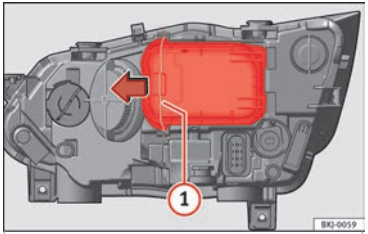

Fig. 111 In the engine compartment: remove the lid.
– Move the loop ››› **Fig. 111** (1) in the direction of the arrow and remove the cover.